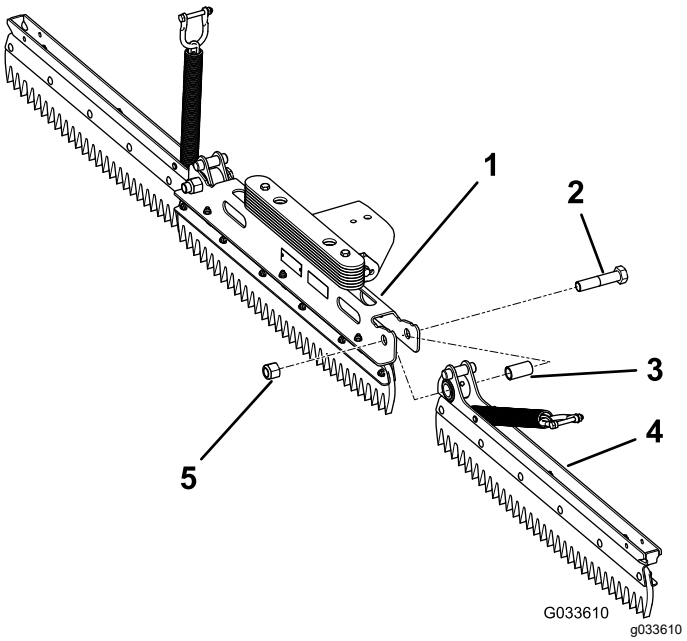

Figur 3
2. Placer en afstandsbøsning i drejebeslagets hul på hver sideenhed (Figur 3).
4. Fastgør den venstre sideenhed med en bolt (3/4" x 3-1/2") og en låsemøtrik (3/4") med et moment på 163 til 217 N-m. Se Figur 3
6. Fastgør den højre sideenhed med en bolt (3/4" x 3-1/2") og en låsemøtrik (3/4") med et moment på 163 til 217 N-m. Se Figur 3